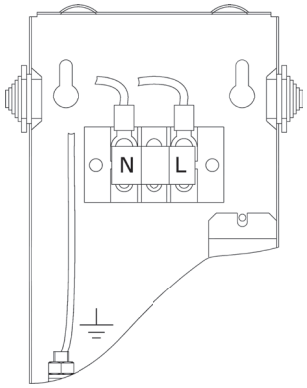

Рис. 6. *Подключение электрокотла к сети.*
Присоедините рабочий нулевой провод на клемму нейтраль (N) котла. Присоединить фазный провод на клемму L силовой колодоки. Защитный нулевой провод (PE) подключить на болт «ЗАЗЕМЛЕНИЕ» (см. Рис. 6)